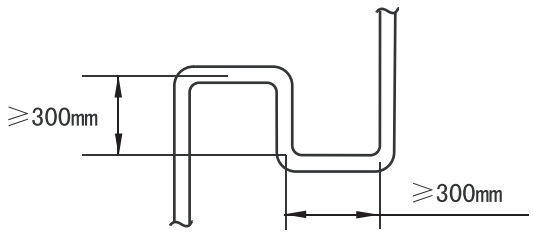

рис.5-2
3. Если наружный блок занимает верхнее положение и разница уровней превышает 20 м, рекомендуется установить изогнутый маслоподъем каждыю 10 м в вентиляционной трубе главной трубы1. Спецификация изогнутого маслоподъема указана на рис. 5-2.
Название трубы	Названию трубы1 Код (согласно рис. 5-2)
пример Согласно рис. 5-2, мощность последующего блока к L2 составляет 71×2+140+28˙310, т.е. газовая труба низкого давления для L2 имеет диаметр Ф 22,2, газовая труба высокого давления - Ф19,1, жидкофазная труба высокого давления - Ф12,7
1) Взяты мощносты (10+12+1(3) HP, соответствующую трем модулям, в качествепримера для подтверждения выбора трубы.
2) Рис. 5-2 приведен в качестве примера Provided that the equivalent при условии, что эквивалентная длина всех труб в системе болыше 90 м.